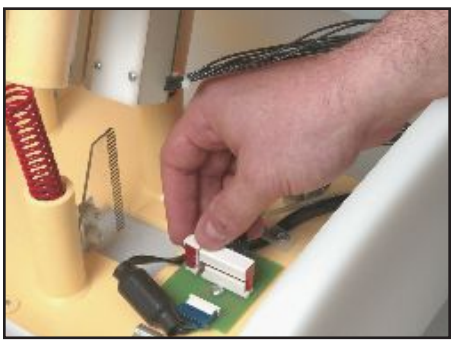

Figure 3
2. The chest plate sensor has become disconnected from the red connector in the chest cavity. ***(See figure 3.)***